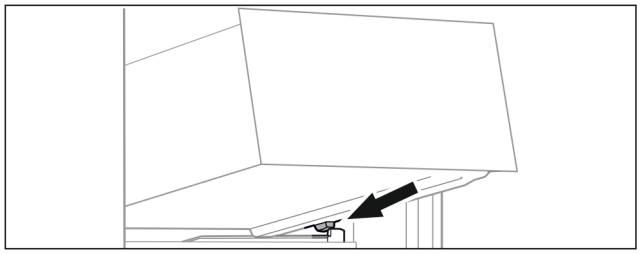

Fig. 121
▶ Așezați sertarul oblic în spatele opritoarelor pe nervura recipientului. (vezi Fig. 121)